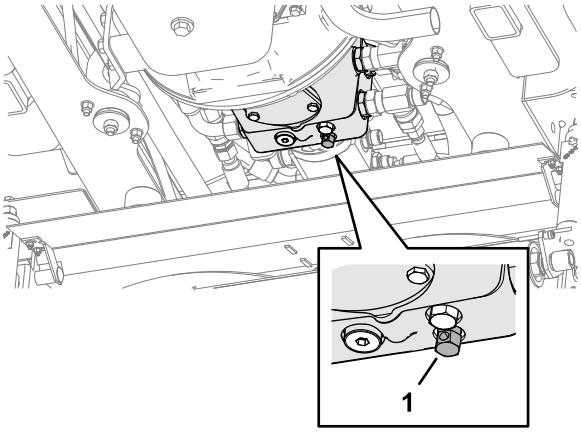

**Figur 44**
2. Luk omløbsventilen på transmissionspumpen oven over den midterste klippeenhed ved at dreje den med uret (Figur 44).